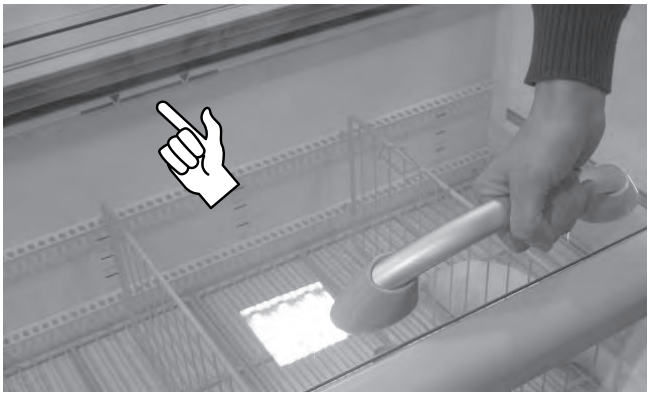

Fig. 15
- A mercadoria não ultrapasse a linha de carga ("Fig. 15").